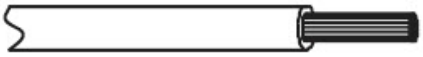

Fig. 44 —Stripping The Wire
2. Strip a suitable length of the insulation layer as shown in Fig. 44.